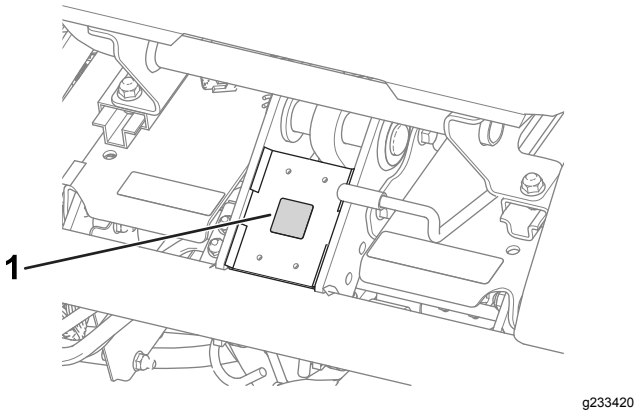

Rysunek 10
- Przyklej etykietę ze znakiem CE do ramy pod przednią częścią fotela (Rysunek 10).